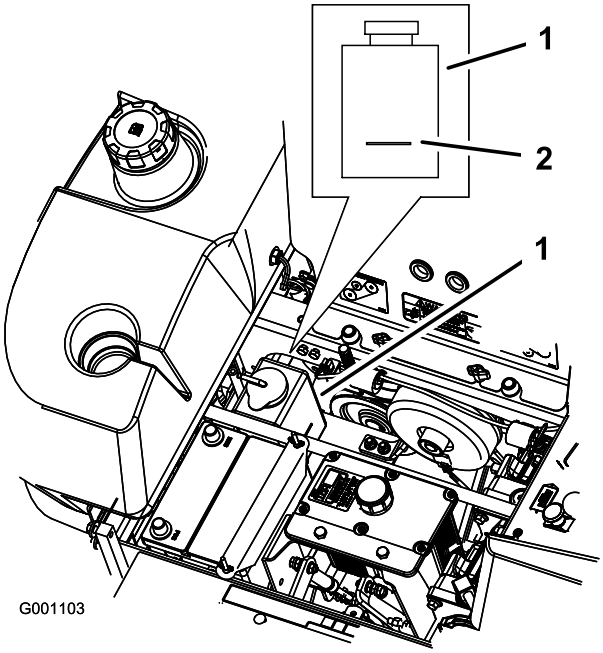

Figuur 47
3. Als de motor is afgekoeld, controleert u het peil van de overloopfles. De vloeistof moet tot aan de verdikking op de buitenkant van de overloopfles staan (Figuur 47).
4. Als het peil van de koelvloeistof te laag is, moet u de overloopfles bijvullen met een mengsel dat half uit antivries/Dex-Coolr® en half uit water bestaat (Figuur 47).
5. Vul de fles met dit mengsel tot aan de streep op de fles (Figuur 47).